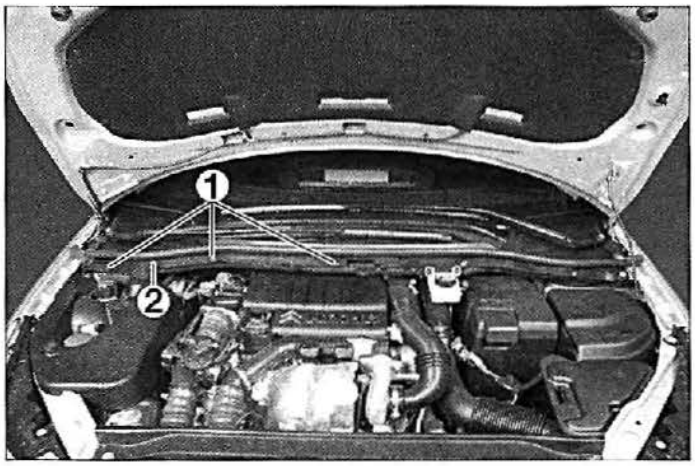

FIG. 1
• Desengrapar los tres tetones de plástico (1) **(fig. 1)**.
• Desmontar la tapa (2).